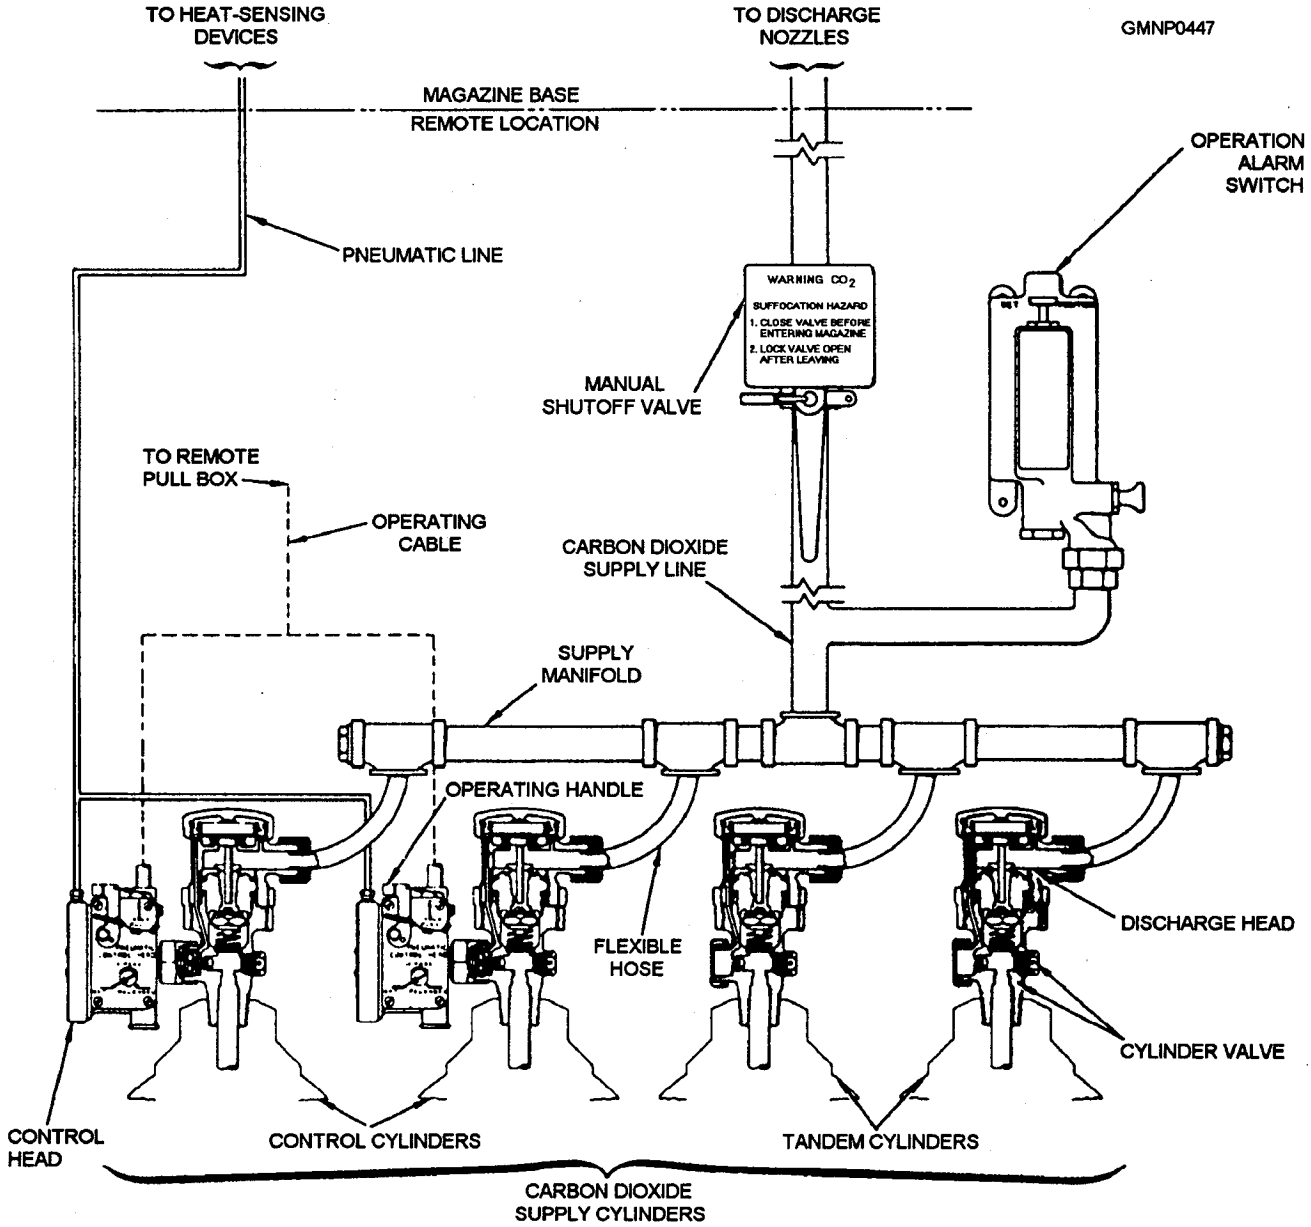

Figure 8-21.—Components of a CO_2 system; outside magazine structure.
SUPPLY CYLINDERS.— GMLS fixed CO2 systems usually have at least two supply cylinders. Each cylinder has a 50-pound CO2 capacity and weighs 165 pounds when fully charged. It contains liquid carbon dioxide under a pressure of 850 psi at 70°F. Each cylinder of the system has a discharge head and a cylinder valve. At least one of the cylinders will also have a pneumatic control head. The other cylinder(s) will be in tandem with the main control cylinder(s). See figure 8-21.
Pneumatic Control Head.— A pneumatic control head (shown in fig. 8-21) reacts to HSD pressure signals or to manual operating levers. The control head is tripped to open the discharge head and cylinder valve, which release the liquid CO2 from the cylinder. The control head consists of an air chamber with a diaphragm. The control head also has two plungers, safety locking pins, and a manual (local) operating lever.
When the plungers from the "tripped" control head open the pilot seat, CO2 flows into the chamber above the discharge head piston. The piston is shifted (down) against its spring. The ball check valves trap gas pressure in the upper chamber. This keeps the piston open (down) and ensures rapid and complete cylinder discharge. Shifting the piston opens the cylinder valve, allowing CO2 to flow to the exhaust manifold and supply lines. (See fig. 8-21.)
MISCELLANEOUS COMPONENTS.— A manually operated shutoff valve is installed in the CO_2 discharge line between the supply cylinders and discharge nozzles. (See fig. 8-21.) The valve is physically located outside the magazine near its entrance. To avoid a CO_2 suffocation hazard, unlock the valve and close it before you enter the magazine. If the system should activate, the supply cylinders will release CO_2. However, the closed valve will stop the CO_2 so that you can keep breathing.
CO_2 pressure entering the supply line activates an operation alarm switch (fig. 8-21). Audible alarms and lights are turned on, signaling that the CO_2 system has activated. These warning devices are usually located right outside the magazine area and at the ship's damage control (DC) central room. The switch must be manually reset if activated. The alarm circuits maybe maintenance-tested.